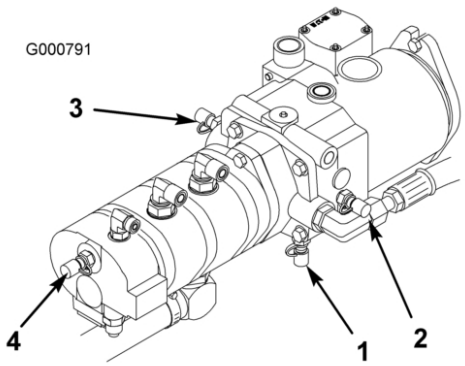

Figura 69
4. Il foro diagnostico D si trova in fondo alla trasmissione idrostatica (Figura 69) e misura la pressione di carica della trasmissione.
5. Il foro diagnostico E misura la pressione di marcia avanti (Figura 69).
6. Il foro diagnostico F misura la pressione di retromarcia (Figura 69).
7. Il foro diagnostico G misura la pressione del circuito dello sterzo (Figura 69).